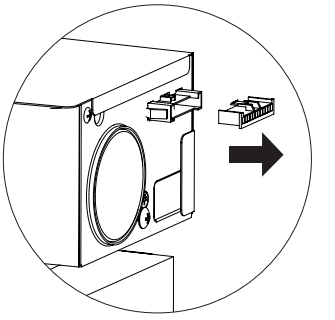

Figure 2
5. Disconnect the connector between the front grille and control box.(See Figure 2)